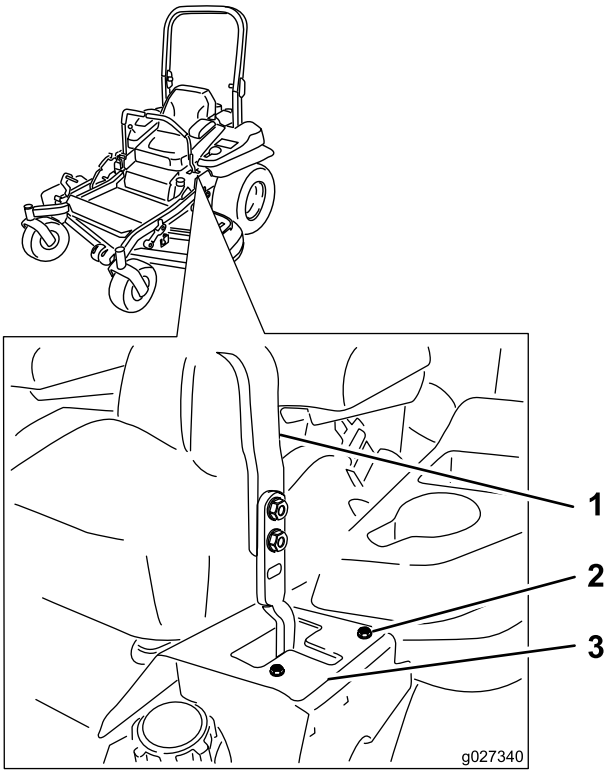

Figure 61
6. Si elle se déporte à droite, desserrez les boulons et déplacez la plaque de butée gauche en arrière sur la fente en T gauche, jusqu'à ce que la machine se déplace en ligne droite (Figure 61).
7. Si elle se déporte à gauche, desserrez les boulons et déplacez la plaque de butée droite en arrière sur la fente en T droite, jusqu'à ce que la machine se déplace en ligne droite (Figure 61).
8. Serrez les boulons de la plaque (Figure 61).